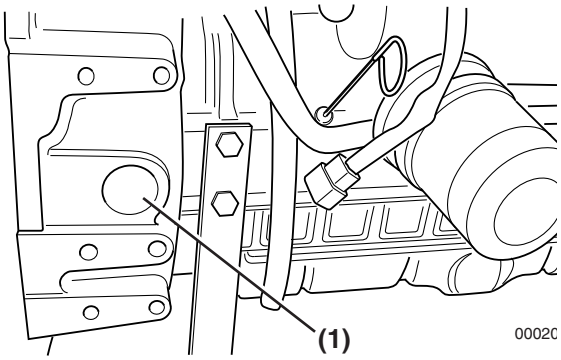

Figure 7-23
5. Using a wrench on the crankshaft pulley bolt, rotate the crankshaft in a clockwise direction while looking through the flywheel inspection port **(Figure 7-23, (1))**. Rotate the crankshaft until the injection timing marks on the flywheel are visible for No. 1 cylinder.